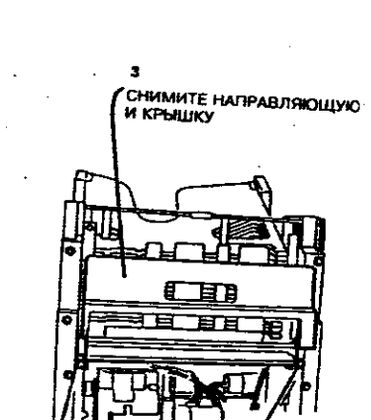

**Рисунок 1. Снятие входной направляющей и крышки 'A'.**
3. (Рисунок 1) Снимите входную направляющую и крышку 'A'.